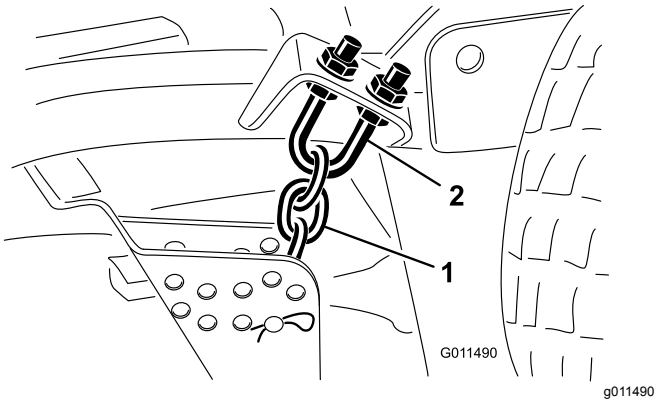

**Figuur 103**
1. Draai de contramoeren op de bovenkant of de onderkant van de veerstrop van de maaihoogteketting los (Figuur 103).